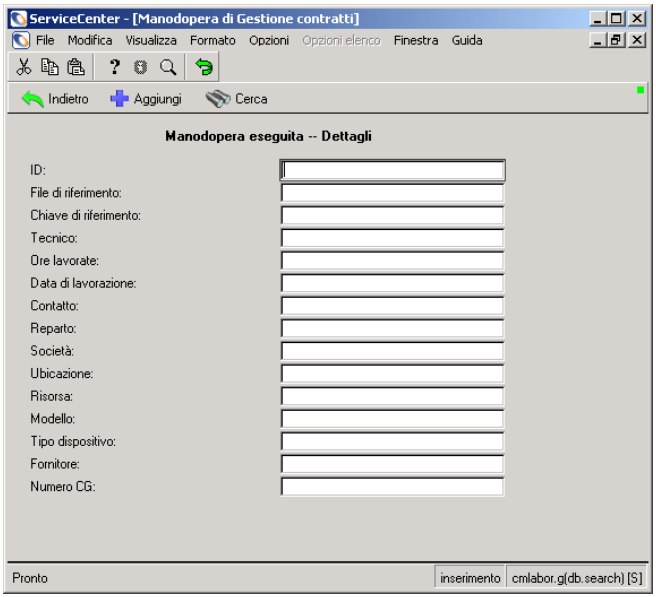

Figura 9-37: Modulo di ricerca record Manodopera eseguita - Dettagli
3. Fare clic su **Dettagli manodopera eseguita**. La Figura 9-37 mostra il modulo Manodopera eseguita - Dettagli vuoto.